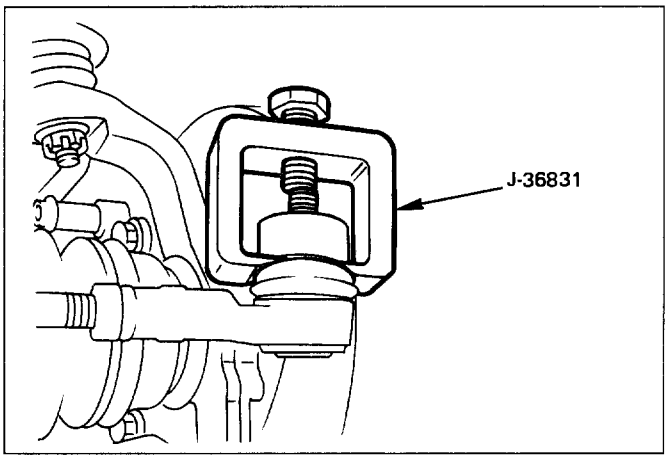

Fig. 3B3-8
4. **Rod end assembly, outer (Fig. 3B3-9)**